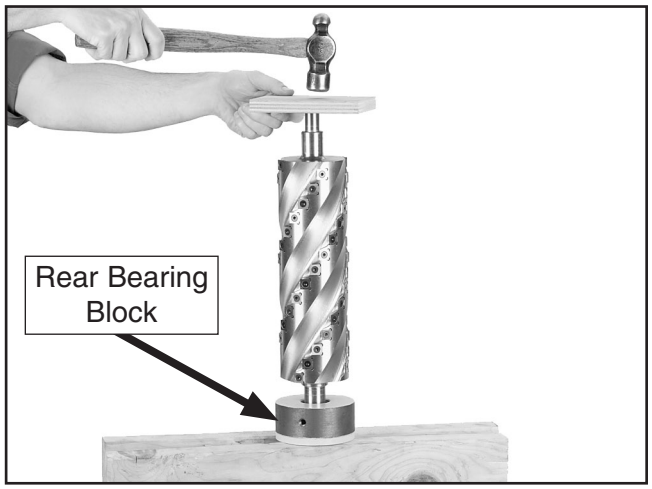

Figure 16. Seating rear bearing block.
3. Stand the cutterhead upright between two 8" 2x4 blocks, rear bearing block side down, and use a hammer and a wood block to seat the cutterhead into the rear bearing block, as shown in **Figure 16**. Tap the wood block on the cutterhead until it meets resistance.